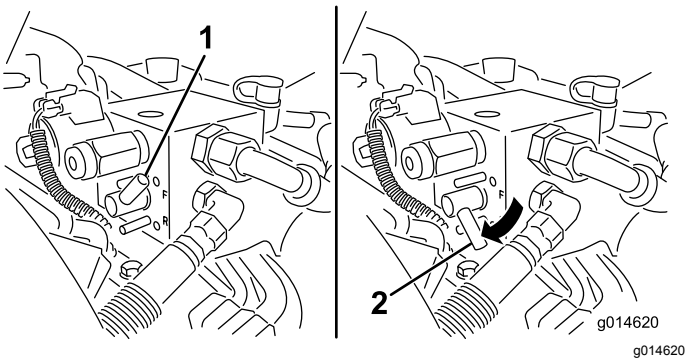

Rysunek 49
5. Ustaw dźwignię ostrzenia w położeniu OBROTÓW WSTECZNYCH (R) (Rysunek 49).